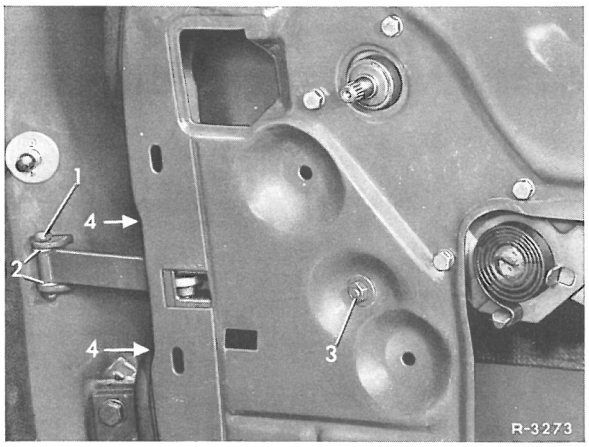

Fig. 72-18/1
3 Bolten (1) og nylonskiverne (2) til dørholderens holdebånd afmonteres på dørstolpen (fig. 72-18/1).